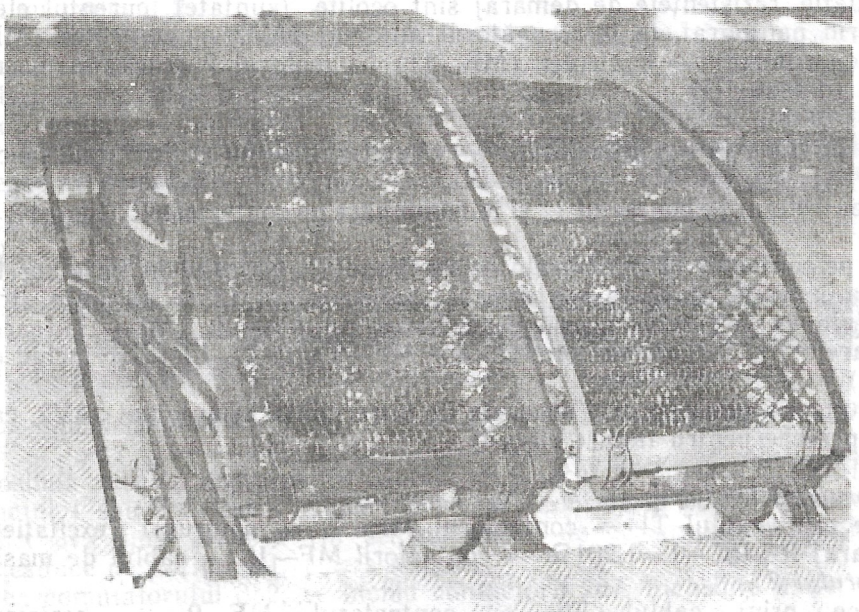

*Fig.93.* Baterii de rezistență de demaraj frînare
*Rezistențele de demaraj-frînare* sînt montate pe acoperișul caroseriei tronsoanelor A și B, și izolate de acesta (Fig.93)